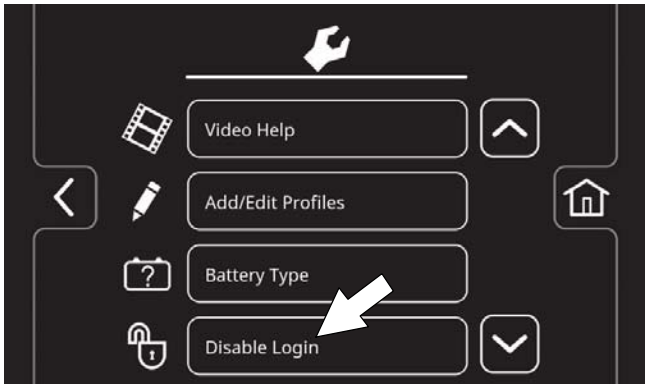

FIG. 193
4. Press the Disable Login button (Figure 193).